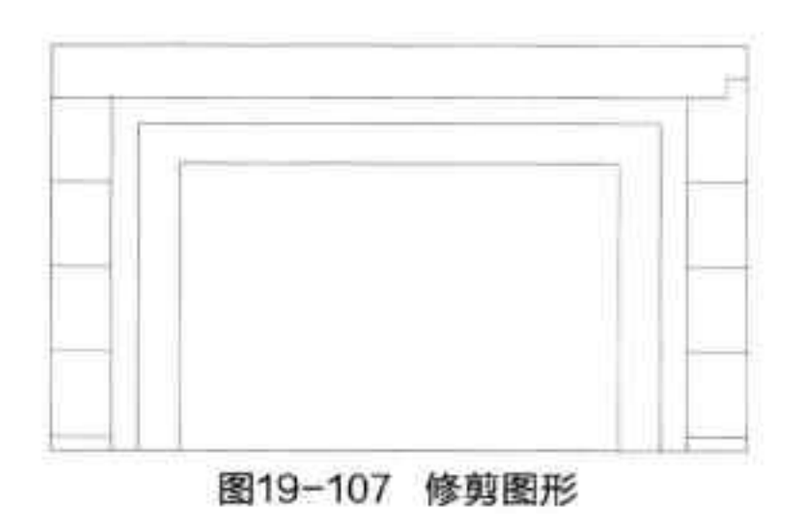

图19-107 修剪图形
Step 06 执行“修剪”命令，对偏移后的图形进行修剪，如图 19-107 所示。